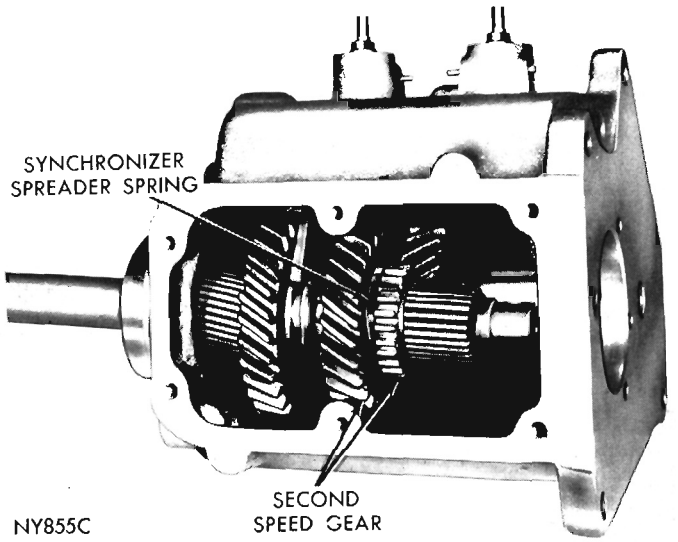

Fig. 26—Removing or Installing 2nd Speed Gear
(4) Slide second speed gear, stop ring and synchronizer spring off mainshaft (Fig. 26).